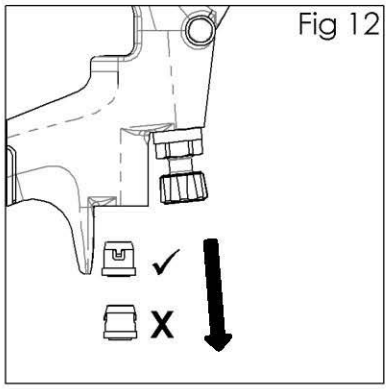

Fig 12
10. Drehen Sie die Lackierpistole um und lassen Sie die Dichtung herausfallen. (Siehe Abb. 12).